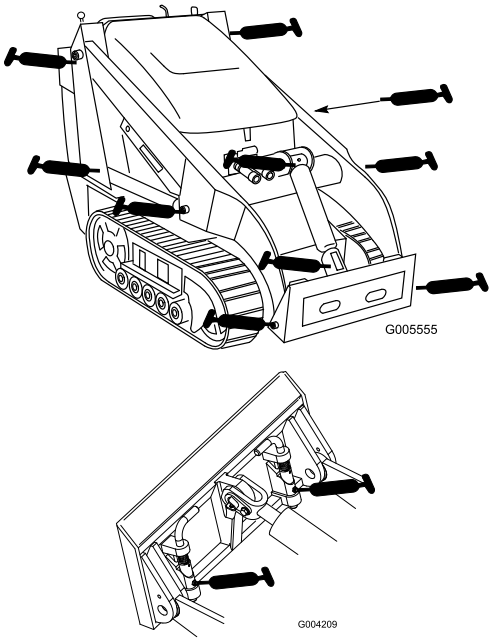

**Figuur 32**
3. Sluit een smeerpistool aan op elke smeernippel (Figuur 32.